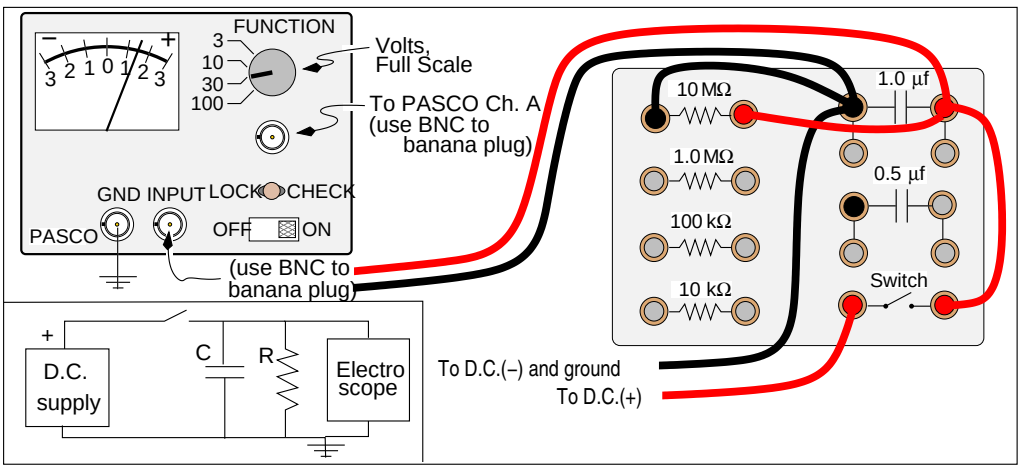

Figure 4: The resistor and capacitor are connected in parallel.
1. Connect the $10^7\ \Omega$ resistor (marked as 10 $Mohm$ or 10 MΩ) across the large capacitor (1.0 μF) and set up the electrometer to measure the voltage on the capacitor. Fig. 4 shows the nominal circuit configuration and a possible wiring diagram for the circuit. Depressing the switch connects the power supply to the circuit, which will rapidly charge the capacitor, and releasing the switch will initiate the discharge.